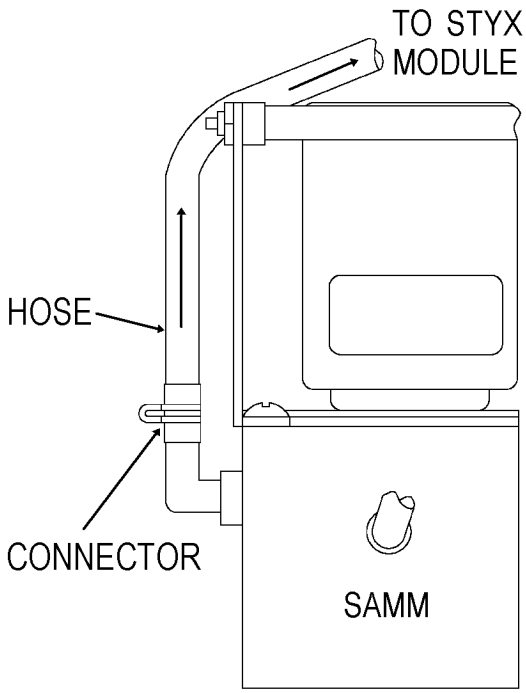

Figure 6-5. SAMM Air Hose Removal
c. Disconnect the hose from the connector at the end of the SAMM. See figure 6-5.